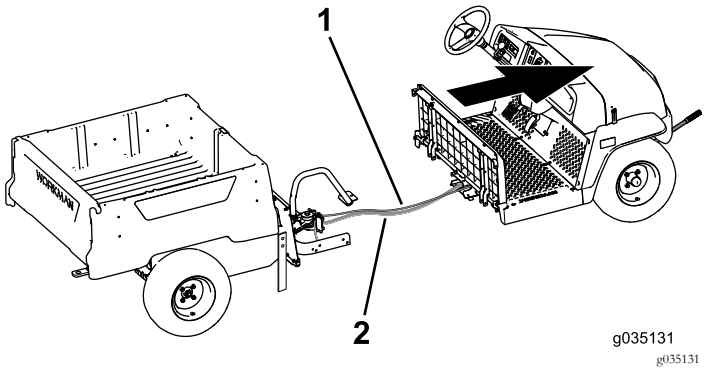

Рисунок 68
9. Вместе с помощником переместите переднюю секцию вперед, отделив ее от задней секции (Рисунок 68).